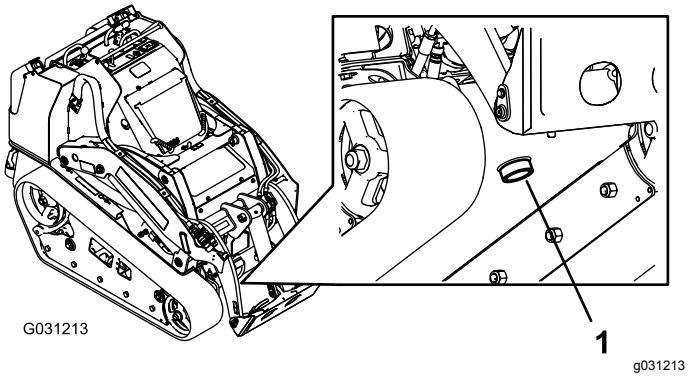

**Rysunek 68**
7. Umieść duży pojemnik o pojemności co najmniej 57 litrów pod korkiem spustowym z przodu maszyny (Rysunek 68).
8. Odkręć korek spustowy i poczekaj, aż olej ścieknie do pojemnika (Rysunek 68).